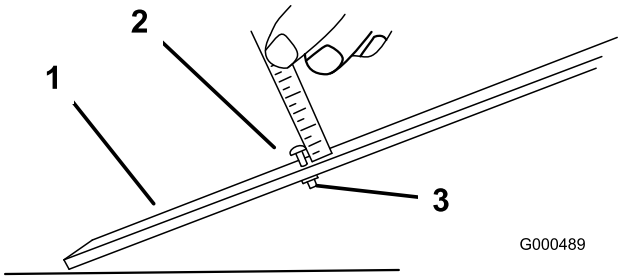

Rysunek 49
3. Poluzuj nakrętkę na pręcie wskaźnika (Rysunek 49) i ustaw śrubę regulacyjną na wymaganą wysokość cięcia. Odległość między spodem łba śruby a czołem pręta stanowi wysokość cięcia.